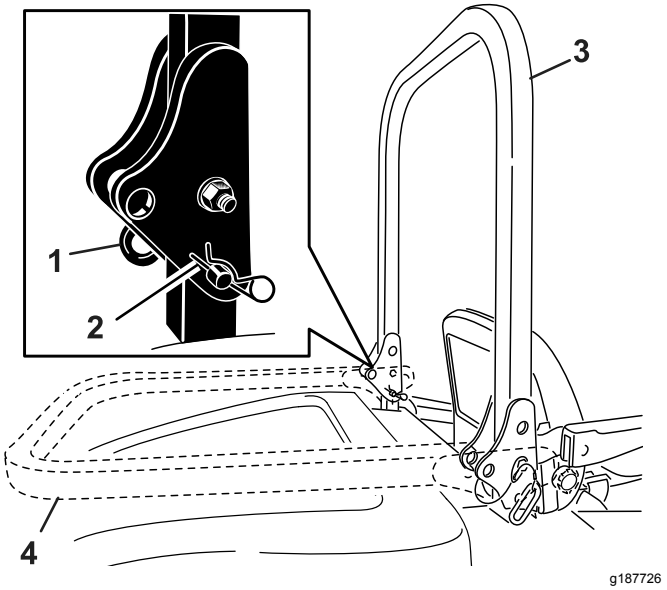

Figura 12
2. Com a barra de segurança na posição elevada, retire os pernos de gancho e os dois pinos (Figura 12).